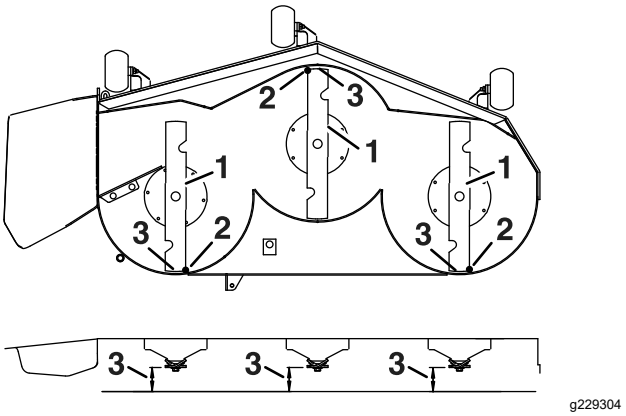

Figur 73
4. Rotera försiktigt knivarna så att de är riktade framåt-bakåt (Figur 73).
5. Mät från den främre knivens spets till den plana ytan, och från den bakre knivens spets till den plana ytan (Figur 73).